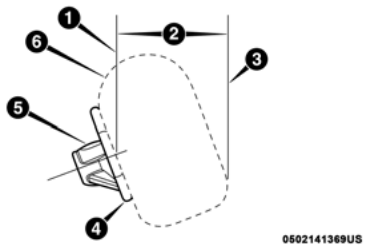
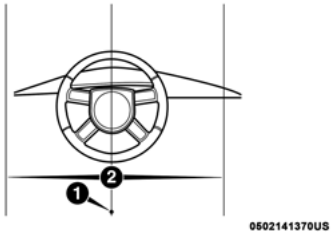

Figure 1 - Driver Air Bag Deployment Zone depicts the following:
Figure 2 - Driver Air Bag Lateral Deployment Zone depicts the following:
1. Driver Air Bag Deployment Zone (Figure 1), and Driver Air Bag Lateral Deployment Zones (Figure 2)